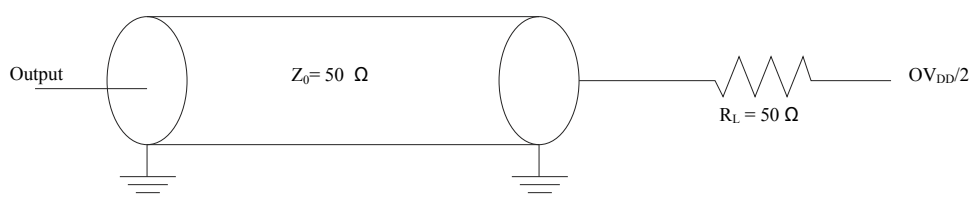

Figure 30. I²C AC test load
3. The symbols used for timing specifications herein follow these patterns: $t_{\text{(first two letters of functional block)(signal)(state)(reference)(state)}}$ for inputs and $t_{\text{(first two letters of functional block)(reference)(state)(signal)(state)}}$ for outputs. For example, $t_{I2DVKH}$ symbolizes I²C timing (I2) with respect to the time data input signals (D) reaching the valid state (V) relative to the $t_{I2C}$ clock reference (K) going to the high (H) state or setup time. Also, $t_{I2SXKL}$ symbolizes I2C timing (I2) for the time that the data with respect to the START condition (S) went invalid (X) relative to the $t_{I2C}$ clock reference (K) going to the low (L) state or hold time. Also, $t_{I2PVKH}$ symbolizes I2C timing (I2) for the time that the data with respect to the STOP condition (P) reaches the valid state (V) relative to the $t_{I2C}$ clock reference (K) going to the high (H) state or setup time.
4. See Figure 30.